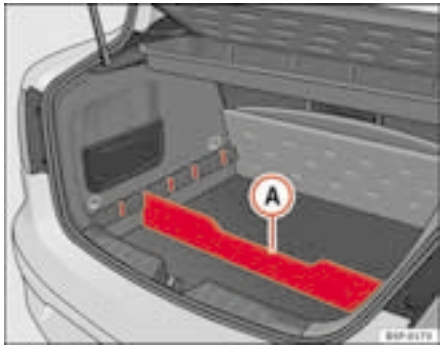

Fig. 104 Luggage compartment divider
– Fit the separator (A) ⇒ fig. 104, into the side grooves depending on the size of the objects to be transported. The onboard tool kit and the spare wheel are located underneath the luggage compartment.